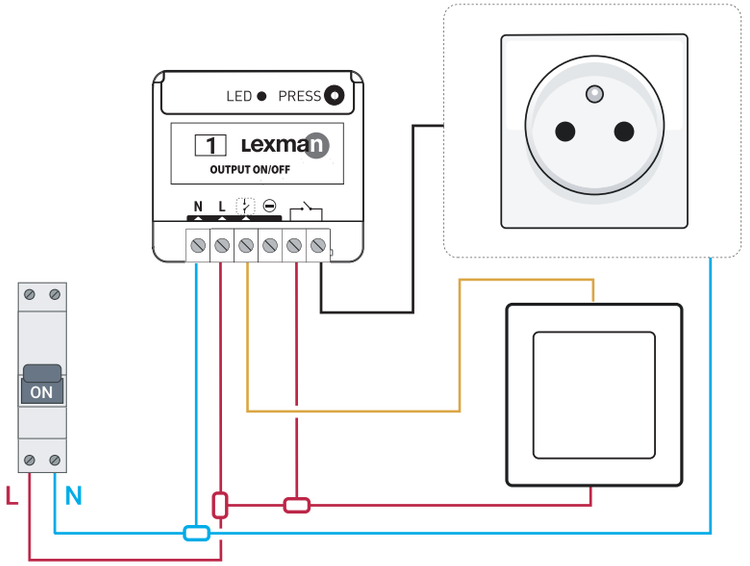

figura 3
3. **Conecte o receptor ON/OFF de acordo com o esquema (figura 3).**